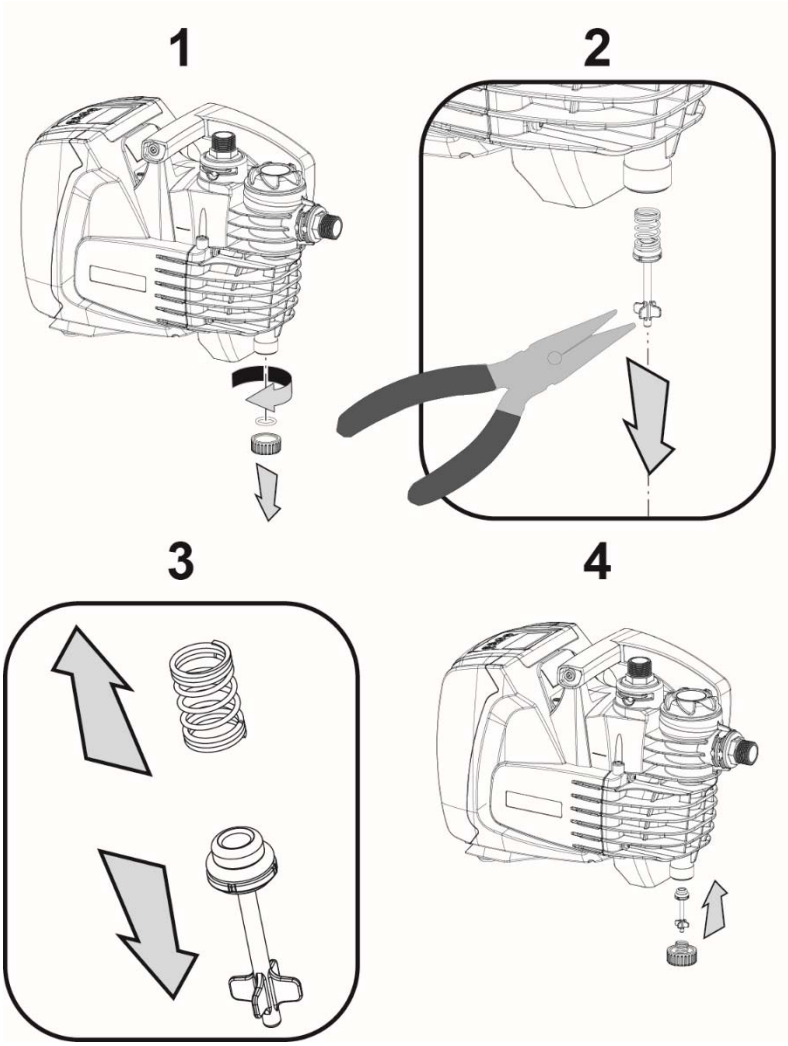

Рисунок 5
3. снимите пробку слива, соблюдая осторожность, чтобы не уронить кольцевую прокладку (Рис.5);